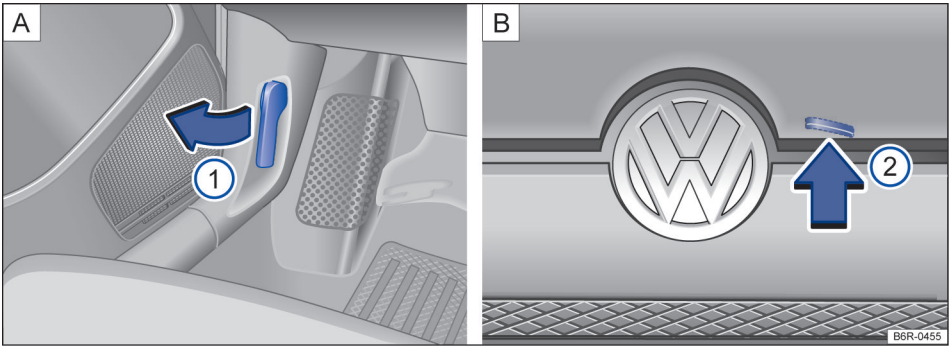

Fig. 122 A: alavanca de destravamento na área para os pés do lado do condutor. B: alavanca de destravamento na parte interna da tampa do compartimento do motor.
– Puxar a alavanca de destravamento (1) no sentido da seta → Fig. 122 **A**. A tampa do compartimento do motor salta para fora da trava do fecho pela pressão da mola → ⚠.
– Levantar um pouco a tampa do compartimento do motor e, ao mesmo tempo, pressionar a alavanca de destravamento (2) **B**, que está localizada na parte interna da tampa, no sentido da seta para abrir completamente a tampa do compartimento do motor.
– Puxar a haste de sustentação da tampa pela extremidade no sentido da seta (3) **C** e posicioná-la sobre o furo indicado para engaste (4) **D**.